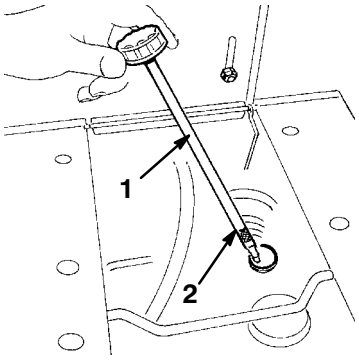

Figure 11
2. Nettoyer les abords de la jauge d'huile (Fig. 11) pour éviter l'introduction de saleté dans l'ouverture de remplissage, qui risquerait d'endommager le moteur.
3. Dévisser la jauge d'huile et bien essuyer l'extrémité métallique (Fig. 11).